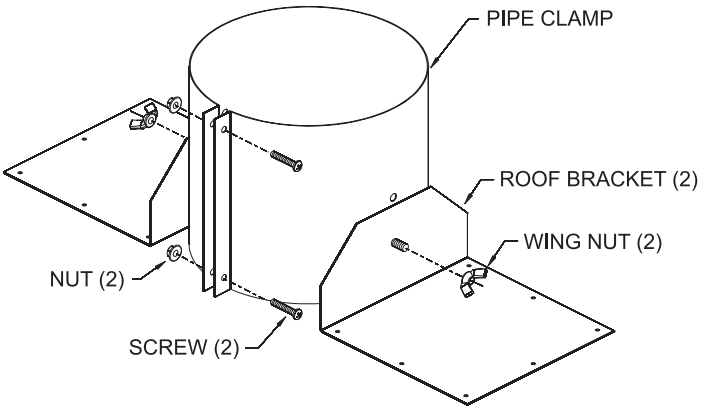

Figure 53
12. While the venting is still on the floor, assemble the roof jack components as shown in **Figure 53** and pre-install the roof jack assembly to the hard pipe approximately 18" from the top end of the hard pipe.